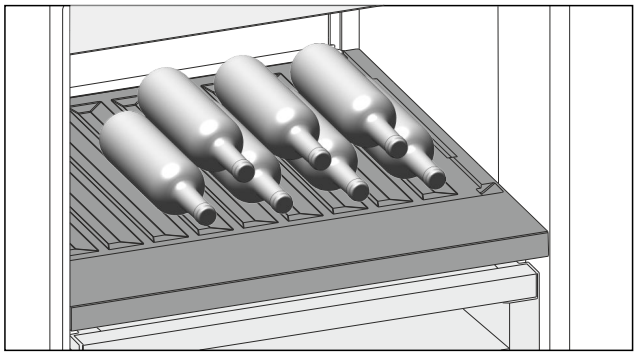

Fig. 165 Représentation à titre d'exemple
▶ Placer les bouteilles avec le fond orienté vers la paroi arrière de l'appareil. (voir Fig. 165)